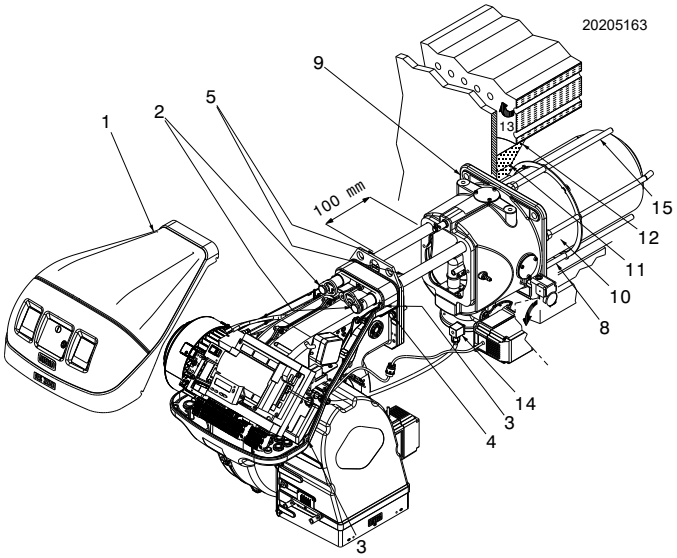

Abb. 17
Bei Kesseln mit vorderem Rauchumlauf 13) (Abb. 17) eine Schutzabdeckung aus hitzebeständigem Material 11) zwischen der Schamotte des Kessels 12) und dem Flammrohr 11) schaffen.
Für Heizkessel mit wassergekühlter Frontseite ist die Verkleidung mit feuerfestem Material 11)-12)(Abb. 17) nicht notwendig, sofern nicht ausdrücklich vom Kesselhersteller gefordert.
Um den Flammkopf gemäß Abb. 17 vom Rest des Brenners zu trennen, wie folgt vorgehen:
Achten Sie bei der Befestigung des Brenners am Kessel besonders auf die äußeren Gasleitungen 15 (Abb. 17), um Beschädigungen zu vermeiden.
- ➤ den Brenner wieder auf den Führungen 3) in einem Abstand von ca. 100 mm zur Muffe 4) montieren. Der Brenner befindet sich in der in Abb. 17 auf Seite 22 dargestellten Position;